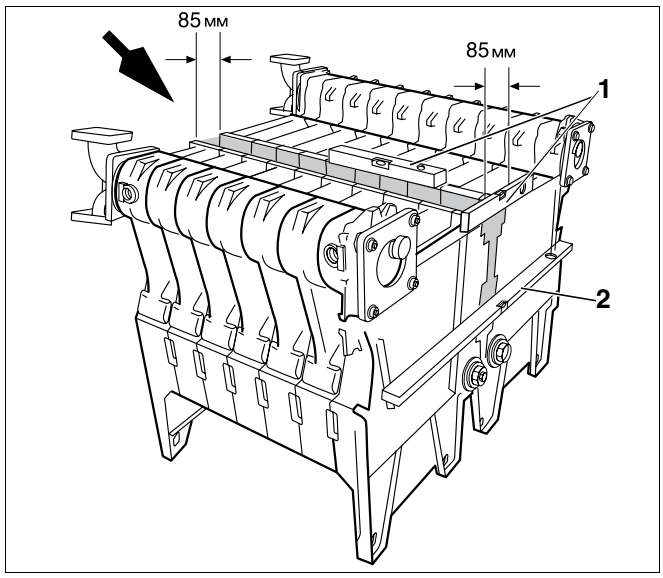

Рис. 28 Выравнивание котлового блока
Стрелка на рис. 28 указывает на переднюю сторону обоих блоков.
- Выставить котловые блоки параллельно друг другу, как показано на рис. 28. Расстояние между ними должно быть 85 мм.
- Выровнять котловые блоки по вертикали и горизонтали с помощью уровня (рис. 28, **поз. 1**) и рейки-отвеса (рис. 28, **поз. 2**).